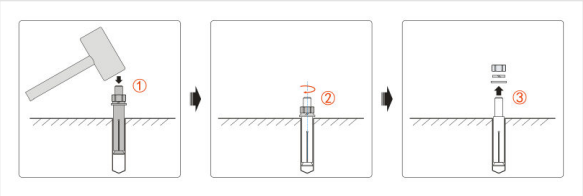

FIGURE 3-2 Fitting an expansion anchor — drill, drive in the sleeve, fit the bolt
3. Fit the expansion anchors (Figure 3-2): the sleeve fully in the hole, the bolts 30–50 mm above the floor.